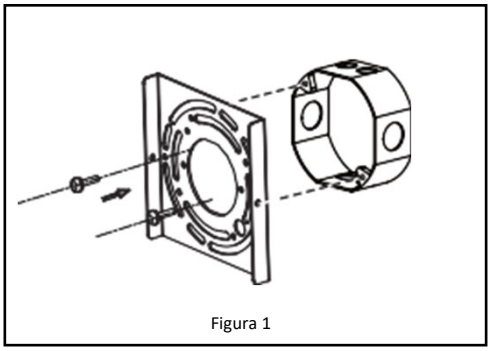

Figura 1
2. Fije la placa de montaje a la caja de conexiones. ***Ver la Figura 1.***